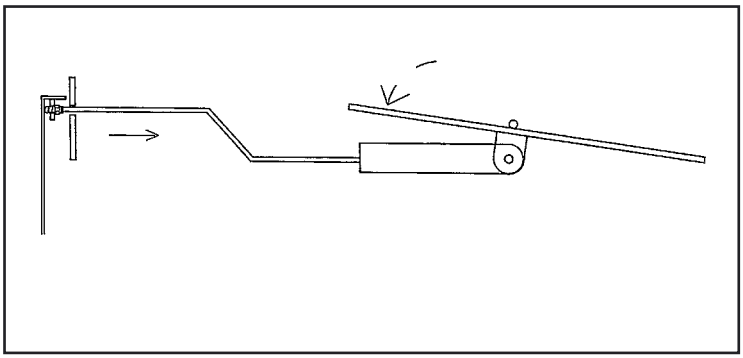

Fig. 2
Viser la tige (1) : permet de buter moins sur la tige (2) donc on provoque une inclinaison du clapet (fig. 2).